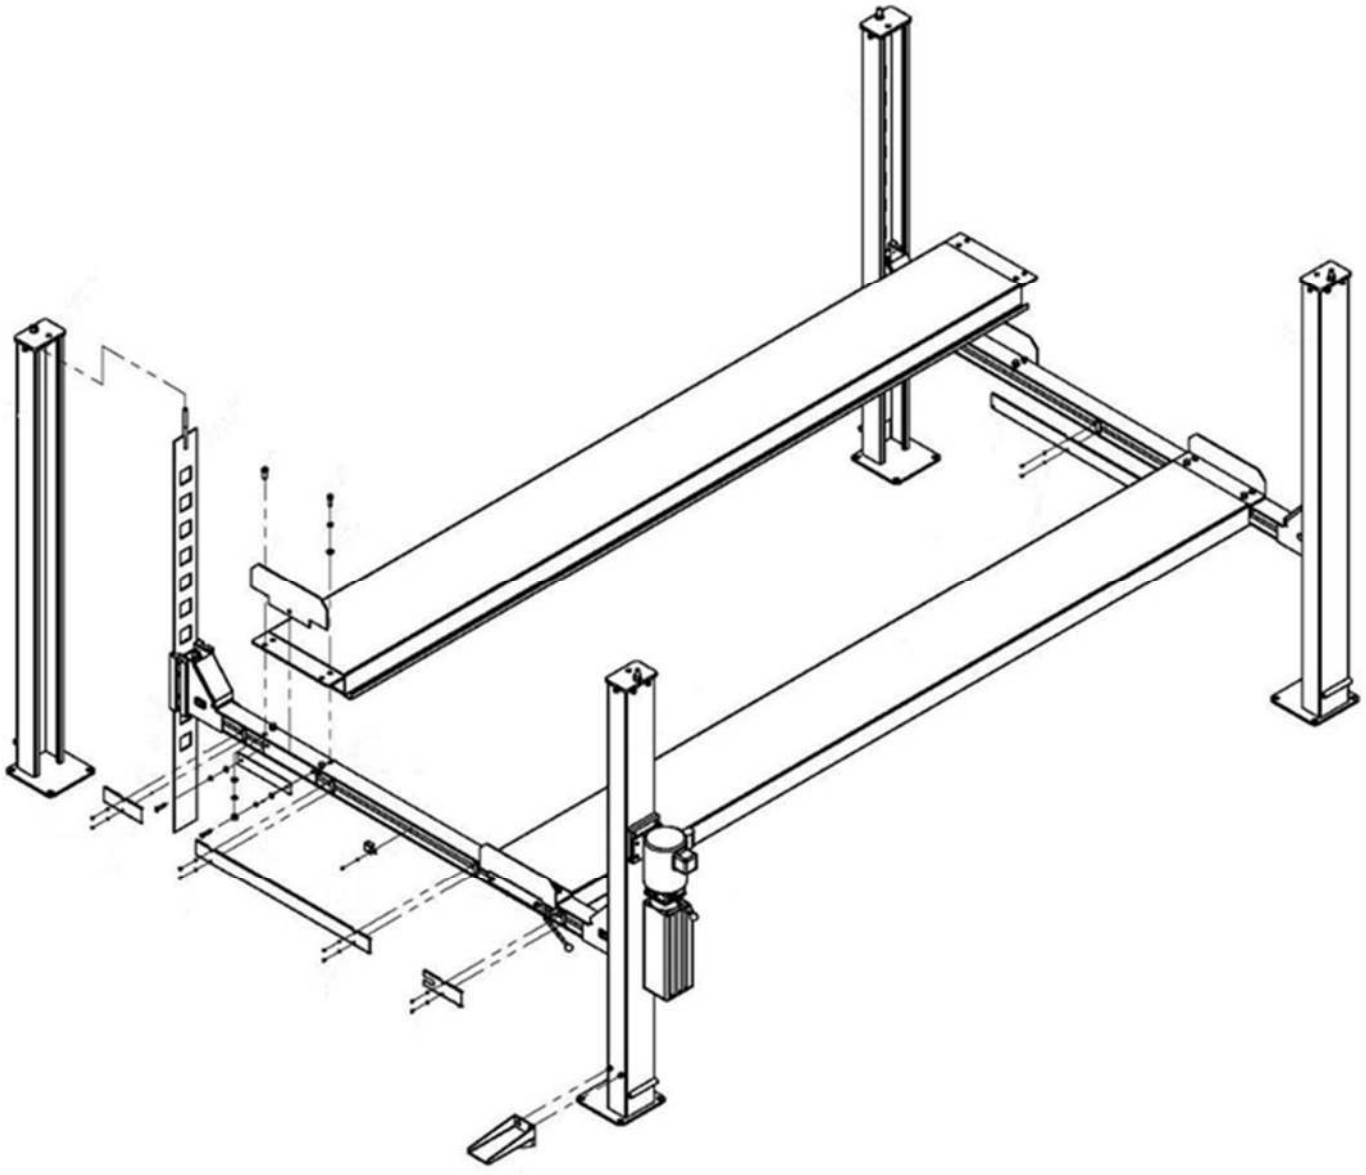
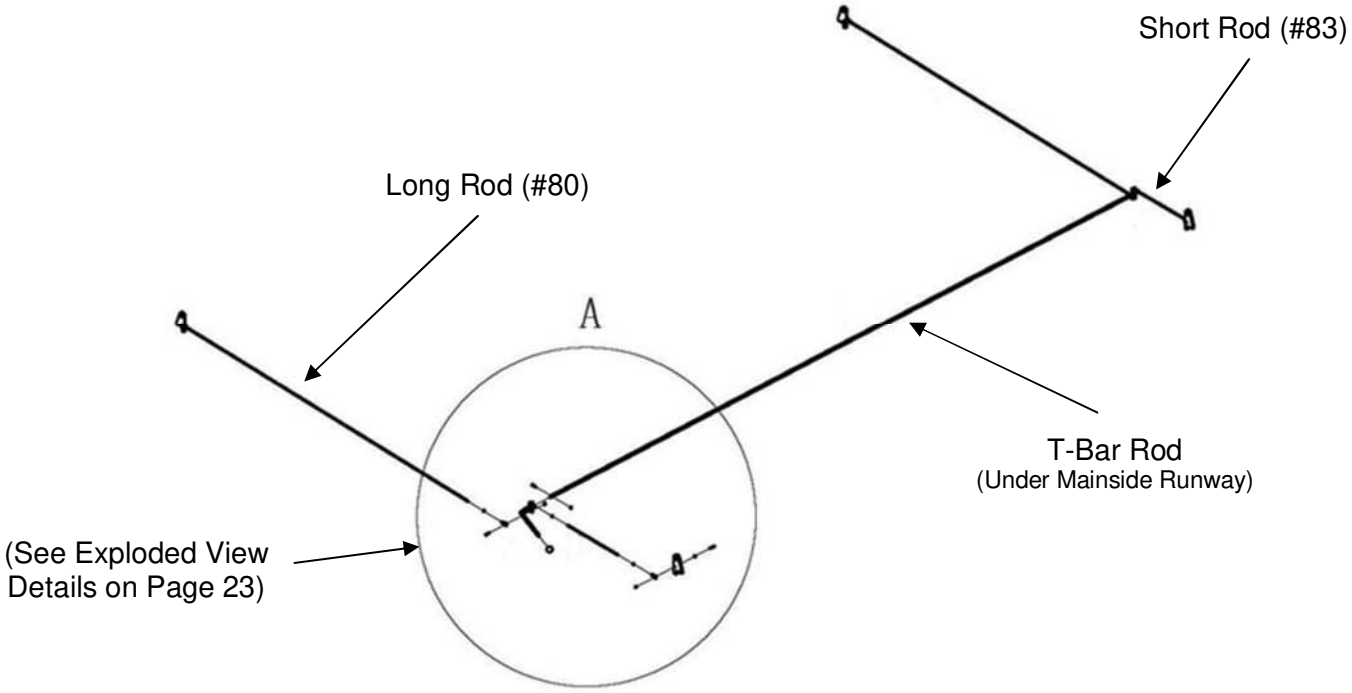

Fig. 6
Fig. 8
15. Lift and position each Runway into place and secure to top of Crossbeams with the provided Hex Bolts (#24), Lock Washer (#25), Flat Washer (#26), as shown in Fig. 6. The lift will square itself as you further assemble it.
Note: ***Ensure to install the 'offside' Sub Runway opposite from the Main side Runway and Power unit Column as shown in Fig.6.***
18. Install Lock Rods & Linkage components per the drawing Fig.8. Also, install the Crossbeam Bracket (#96) to middle / outside of each Crossbeam and secure with the provided Hardware shown in Fig.6. ***Note:*** ***Crossbeam Linkage Rods may be pre-installed to Crossbeams. Also, ensure pre-installed T-Bar 'linkage' Rod is properly routed through guide ring weldments located on the underside of the Mainside Runway.***